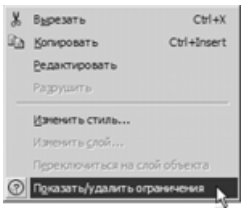

Рис. 5.6
- Щелчком мыши выделите правый вертикальный отрезок. Затем укажите на выделенный отрезок правой кнопкой мыши и выполните из контекстного меню команду **Показать/Удалить ограничения** (рис. 5.6).